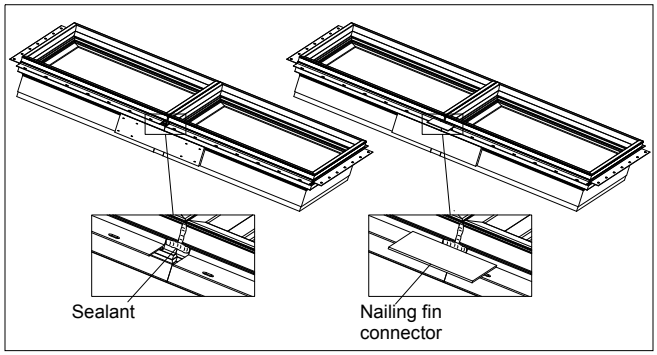

**Figure 14**
10. Apply silicone sealant at the mullion from the frame exterior edge to the drip cap/nailing fin kerf and across the kerf over the mulling pin as shown in figure 14. Apply nailing fin connector at the head jamb, sill, and jambs by removing the paper backing from the connector and pressing into place. See figure 14. If applicable, jamb extension can now be applied. Follow installation instructions for installing unit into rough or masonry opening. Interior mull trim should only be applied after unit is completely installed and interior trim is applied.